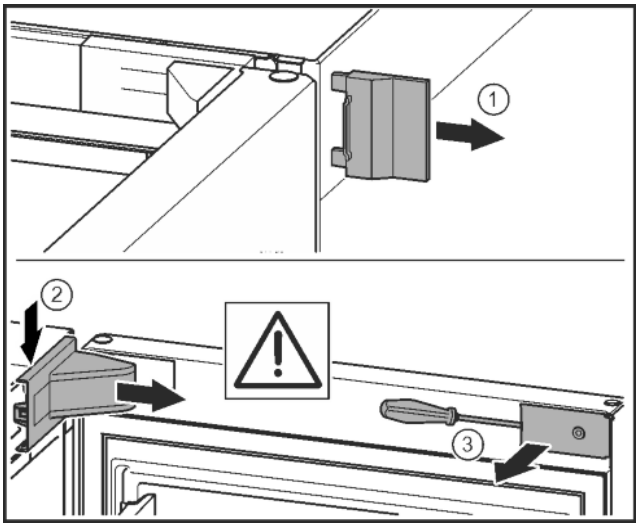

*Fig. 11**
▶ Retirer le cache extérieur.* *Fig. 11 (1)*
▶ Détacher et libérer le cache du support de palier. Retirer le cache du support de palier.* *Fig. 11 (2)*
▶ Dégager le cache avec le tournevis et l'incliner sur le côté.* *Fig. 11 (3)*